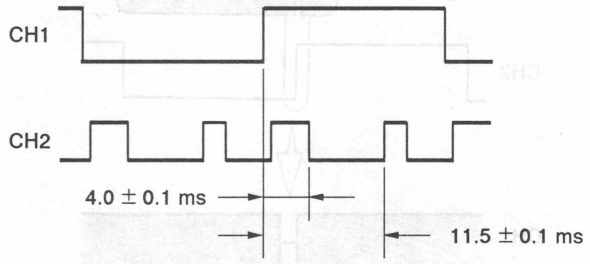

Fig. 8-14.
2) Adjust by RV203 to 4.0 ± 0.1ms. (Refer to Fig. 8-14.)
3) Adjust by RV204 to 11.5 ± 0.1ms (Refer to Fig. 8-14.)